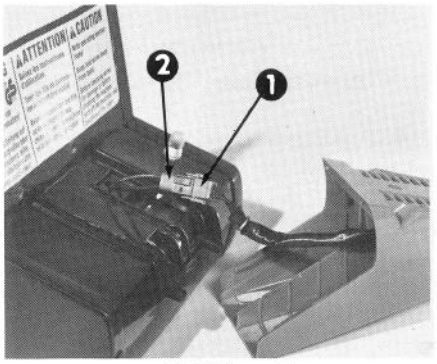

Abbildung 5
11. Antriebseinheit und Griffholm wie in Abbildung 5 auf ebenen Boden legen.
12. Stecker der Antriebseinheit an Griffstecker anschliessen, indem man die beiden Stecker zusammenschiebt (Abb. 5).